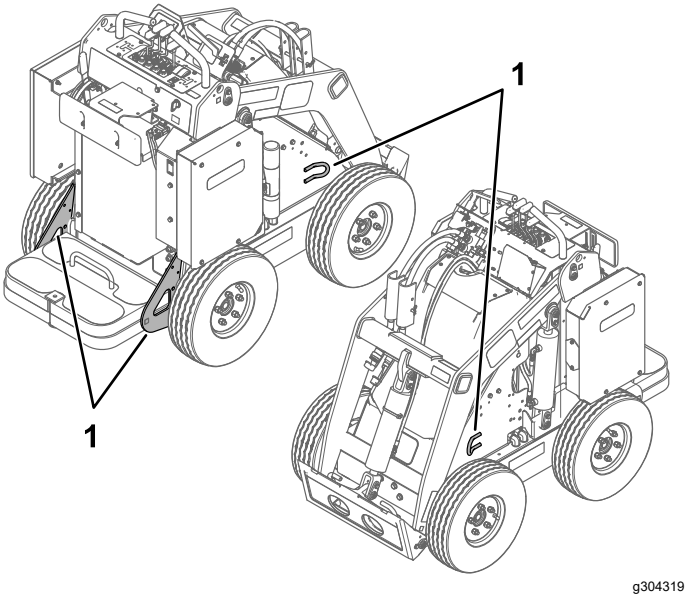

Rysunek 19
8. Zamocuj maszynę do przyczepy lub ciężarówki za pomocą pasów, łańcuchów lub lin, mocując je do metalowych uch na maszynie (Rysunek 19). Zastosuj się do obowiązujących przepisów określających wymogi dotyczące mocowania maszyny.
Maszynę należy podnosić tylko za punkty do podnoszenia (Rysunek 19).